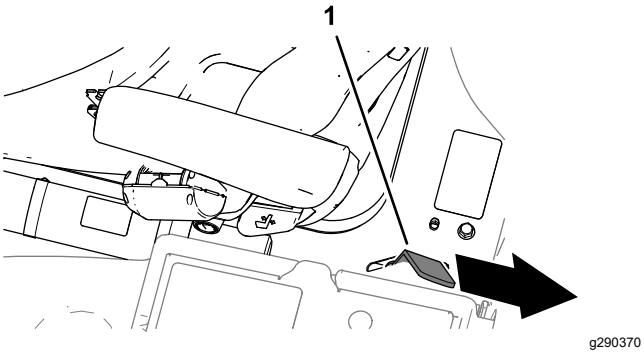

Figur 52
3. Sænk platformen helt, og flyt platformens låsehåndtag mod maskinens bagende, indtil låsekrogen griber helt ind i låsebøjlen (Figur 52).